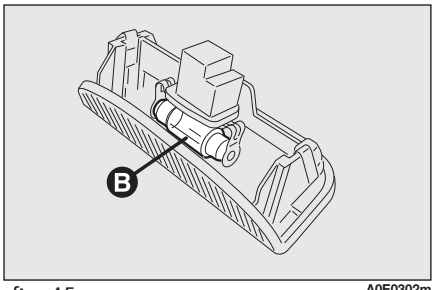

fig. 45 A0E0302m
- ❒ replace the bulb **B-fig. 45** releasing it from the side contacts making sure that the new bulb is correctly clamped between the contacts;